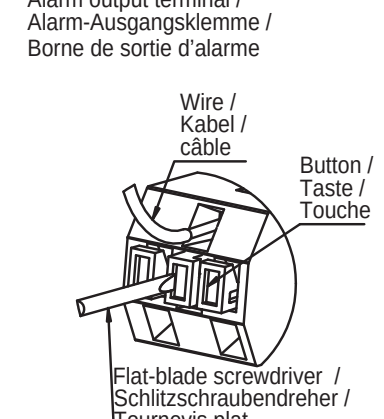

Fig. 9 S8VS-□□□24A□□/B□□-□
■ Verdrahtung mit der Alarmausgabeklemme (Fig.9)
■ Câblage vers la borne de sortie d'alarme (Fig.9)